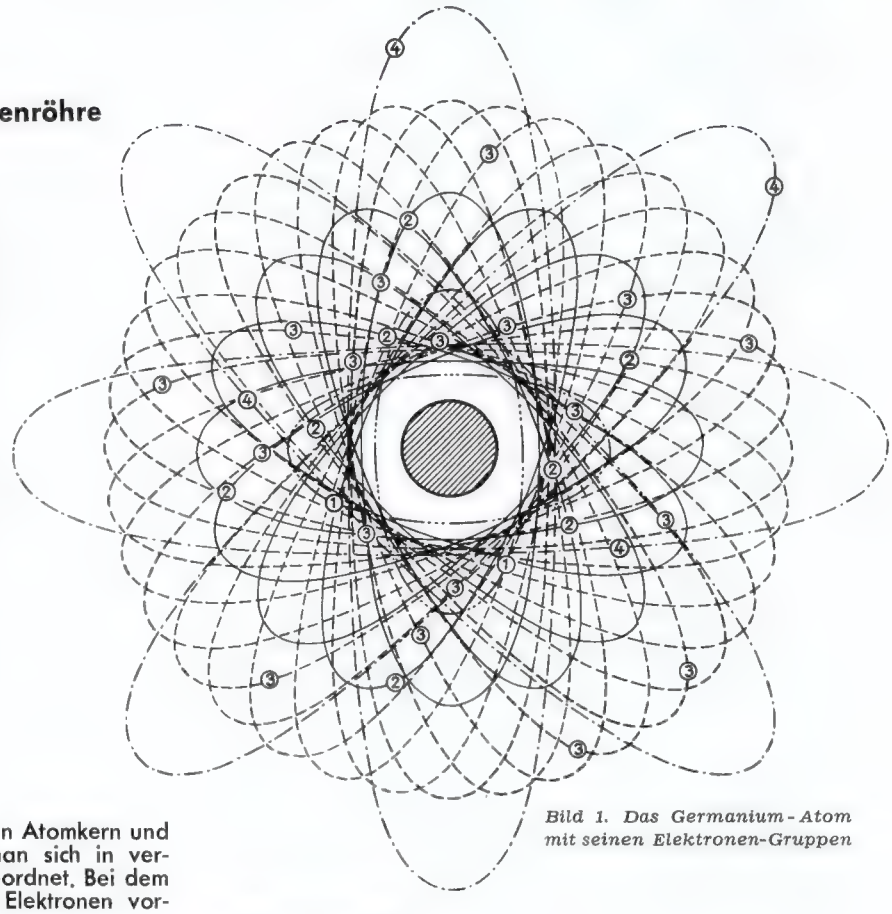

Bild 1. Das Germanium-Atom mit seinen Elektronen-Gruppen
B. Der Aufbau des Atoms (Bild 1)